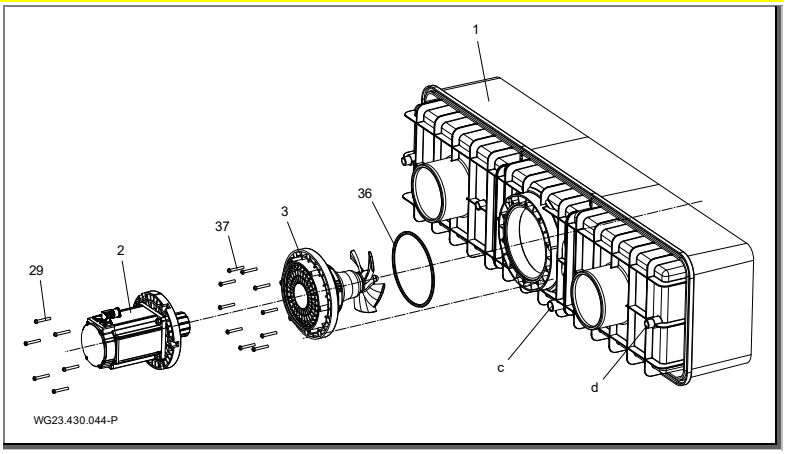

Abb. 15
1. Anschlussstutzen (d, (Abb. 15)) am Kunststoffgehäuse (1) und die Anschlussbuchse vom Kabelschutzschlauch (12) mit PVC-U/ABS-Reiniger entfetten.